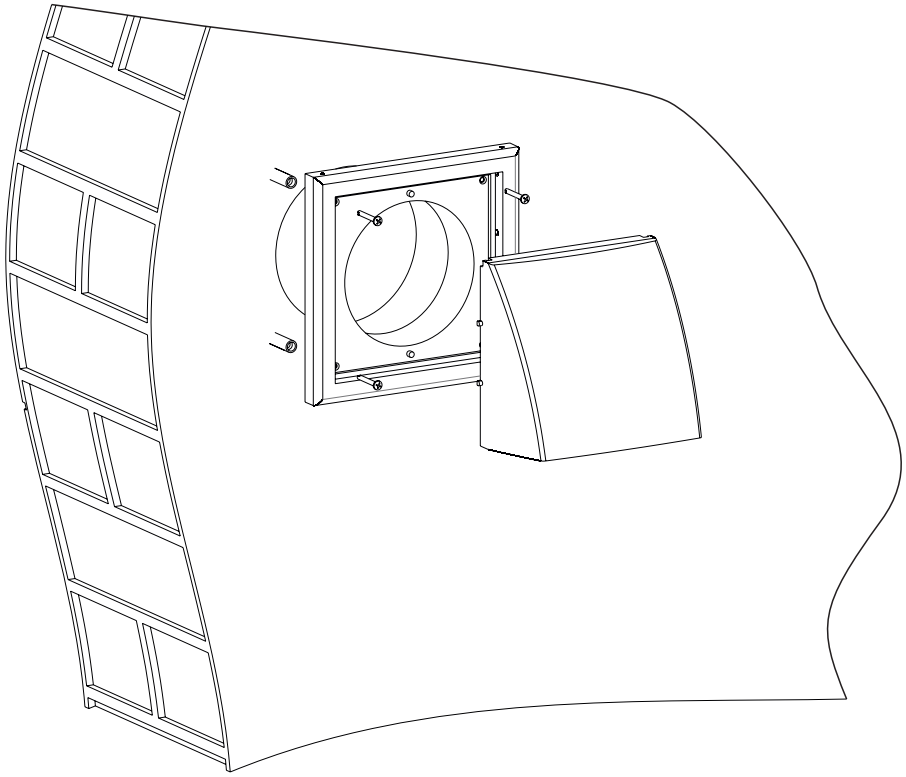

Fig. 5
4. Install the external grille, Fig. 5.